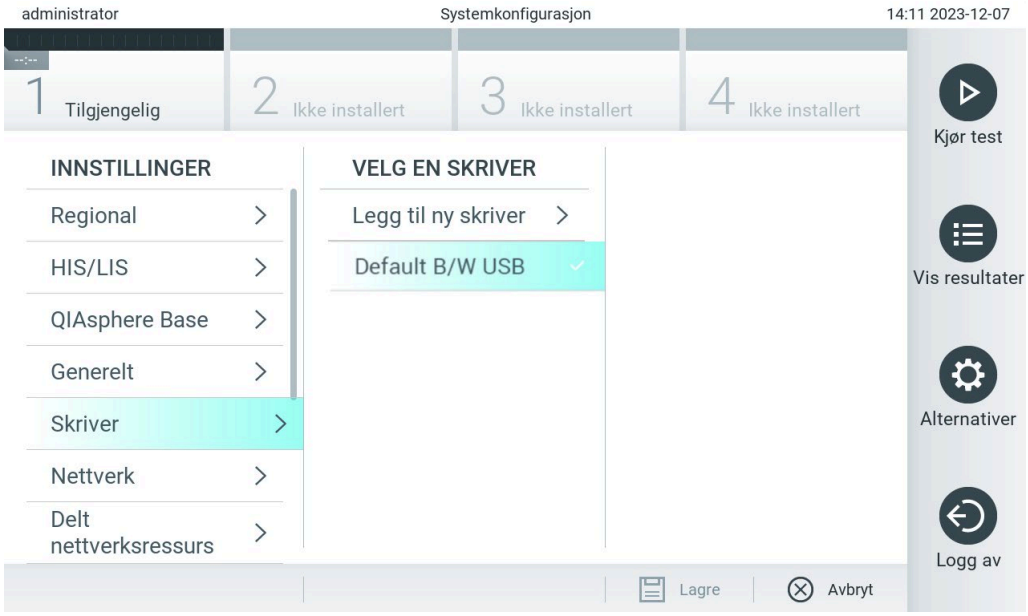

Figur 103. Skriverinstallasjon med standarddriver
2. Velg standardskriveren som heter Default S/W USB(Figur 103)